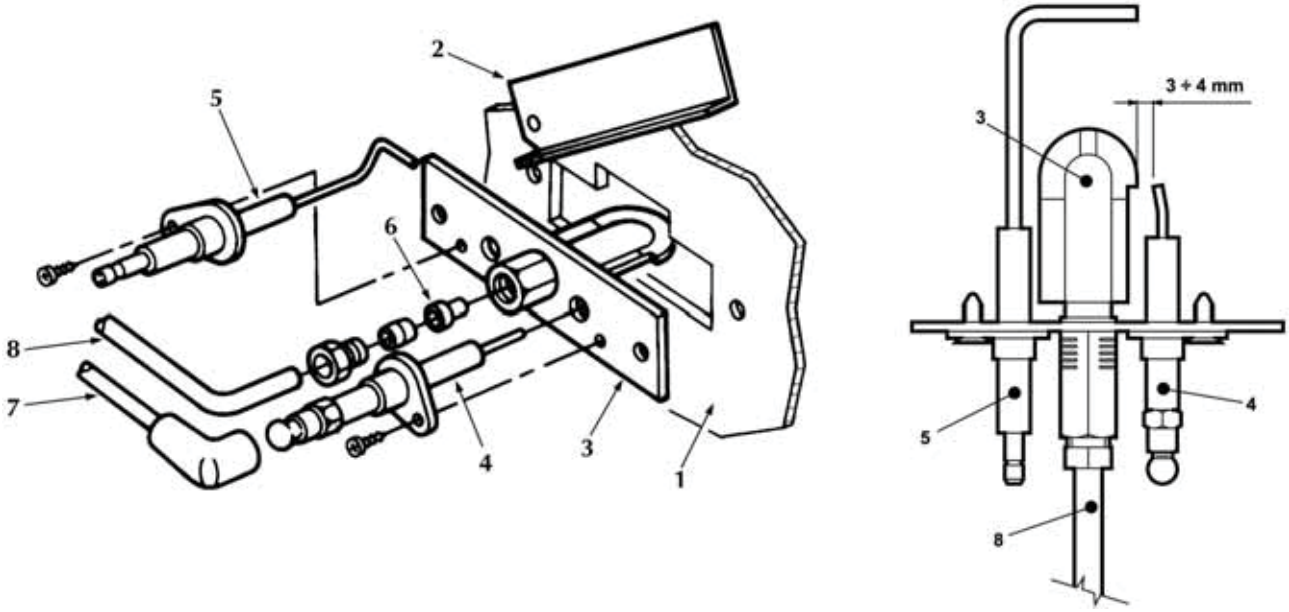

рис. 23 - Пилотная горелка
- Электроды не должны иметь накипи и быть правильно установленными (см. рис. 23).